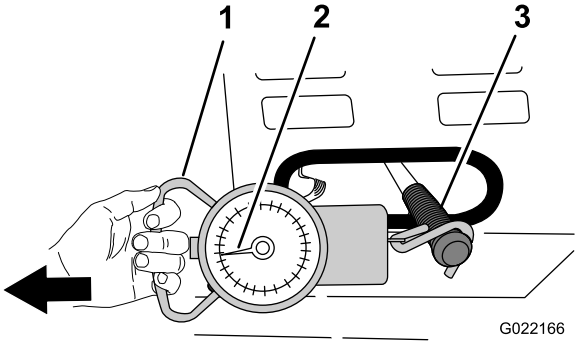

Figure 66
4. Attach a spring scale with a range of 15 to 30 kg (35 to 55 lb) to the grip of the clutch lever (Figure 66).
5. Using the spring scale, pull the clutch handle to the On position as shown in Figure 66.
6. Observe the spring scale while pulling to see what the highest pressure is when moving the clutch handle from the Off position to the On position (Figure 66).